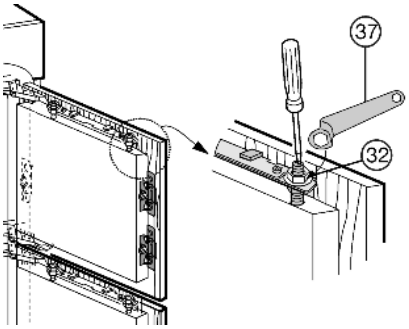

Fig. 25
▶ Затяните контргайки *Fig. 25 (32)*кольцевым гаечным ключом *Fig. 25 (37)*, при этом регулировочные болты *Fig. 25 (33)* удерживайте от проворачивания отверткой.